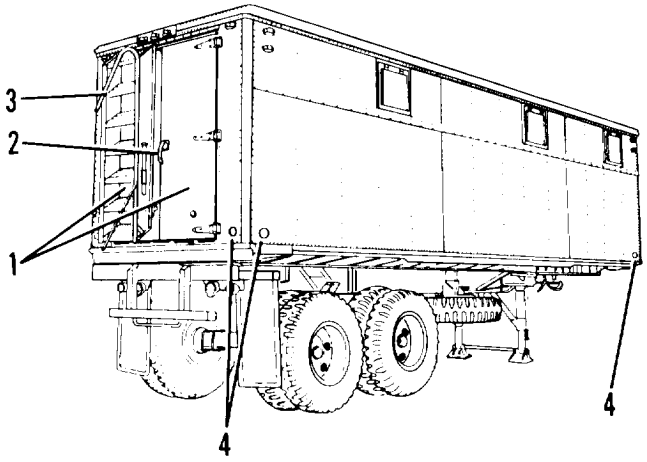

Figure 2-14. Van body
a. Two doors (1, figure 2-14) at rear of body.
b. Door lock, latch and handle (2) on right rear door.
c. Detachable step ladder (3) with adjustable legs mounted on left rear door. Used in entering and leaving semitrailer.
e. Eight reflectors (4) are located on body as follows: